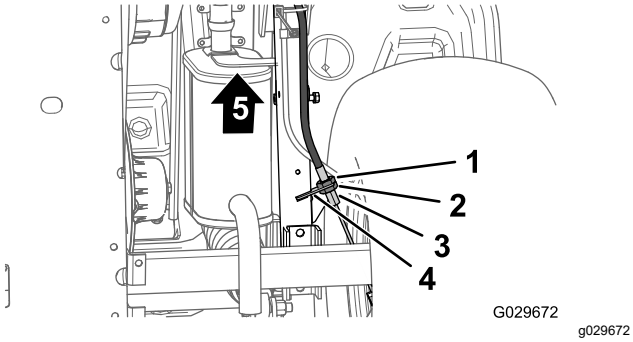

Figura 67
3. En la parte inferior de la máquina, afloje 4 vueltas la contratuerca trasera del ajustador roscado del cable del freno de estacionamiento (Figura 67).
4. Apriete la contratuerca delantera (Figura 67).
A. Afloje 1 vuelta la contratuerca delantera (Figura 67) del ajustador roscado del cable del freno de estacionamiento.
B. Apriete la contratuerca trasera (Figura 67).
A. Afloje 1 vuelta la contratuerca trasera (Figura 67) del ajustador roscado del cable del freno de estacionamiento.
B. Apriete la contratuerca delantera (Figura 67).